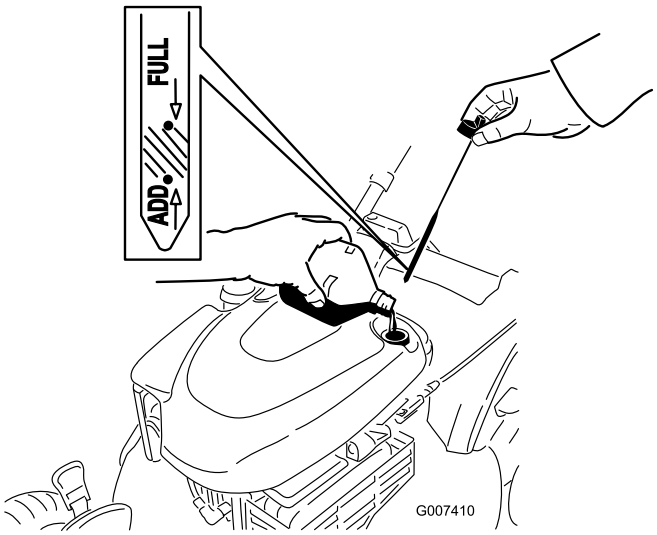

Bild 36
4. Füllen Sie das Öl **langsam** in den Einfüllstutzen ein, um den Ölstand auf die Marke **Voll** am Peilstab anzuheben (Bild 36). **Füllen Sie nicht zu viel ein.** (Max. Füllstand: 0,59 l, Typ: Waschaktives SAE 30-Öl mit der Klassifizierung SF, SG, SH, SJ, SL oder höher durch das American Petroleum Institute (API).)